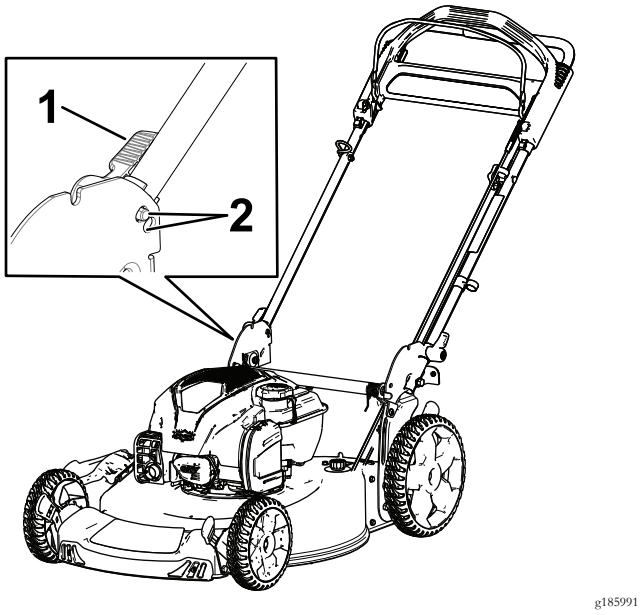

Figur 4
3. Indstil håndtagets lås i 1 af 2 positioner (Figur 4), indtil stiften klikker på plads for at låse håndtaget i betjeningspositionen.